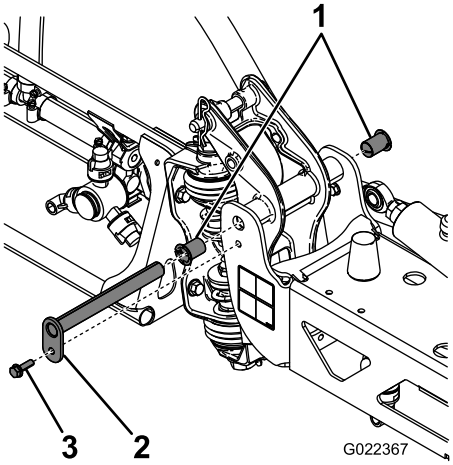

Figuur 63
3. Als het gewicht van de spuitboom is ondersteund, verwijdert u de bout en de moer waarmee de draaipen is bevestigd aan de spuitboom (Figuur 63).
4. Verwijder de bout en moer waarmee draaipen bevestigd is, en verwijder de pen (Figuur 63).
6. Verwijder de draaibussen van de voor- en achterkant van de draaibeugel en controleer deze (Figuur 63).
7. Smeer een beetje olie op de nylon draaibussen en monteer deze weer in de draaibeugel (Figuur 63).
8. Plaats de spuitboom en de draaibeugel in het middelste frame en lijn de gaten uit (Figuur 63).